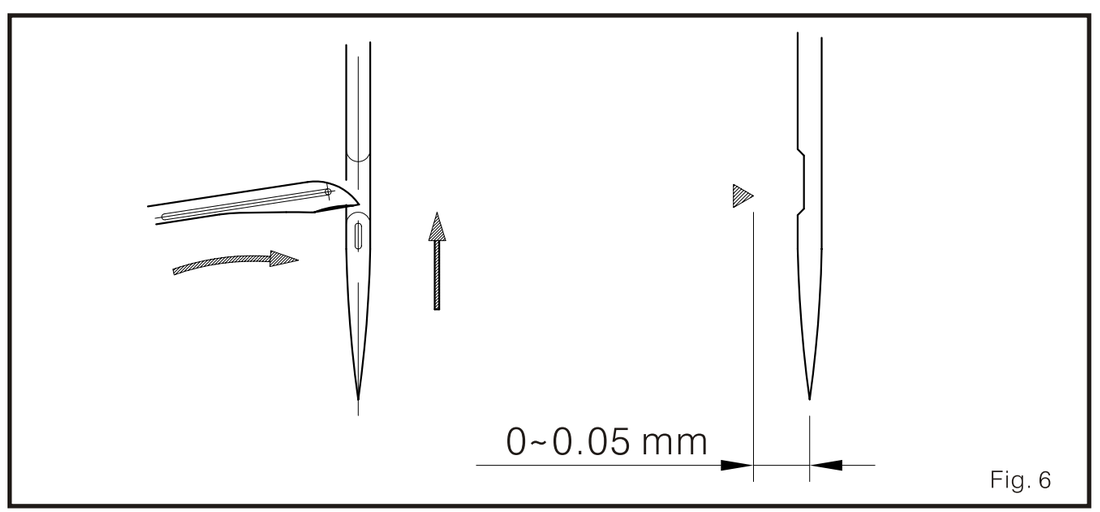

Fig. 6
2. Gire la polea para elevar la aguja y mover la punta del bucleador al centro de la línea de la aguja. (Fig. 6)
5. Después de terminar con las pasos anteriormente descritos. Por favor confirme que el borde de la base origen del bucleador este a 0.5-0.8 mm separado del lado derecho de la punta de la aguja. (Fig. 6)